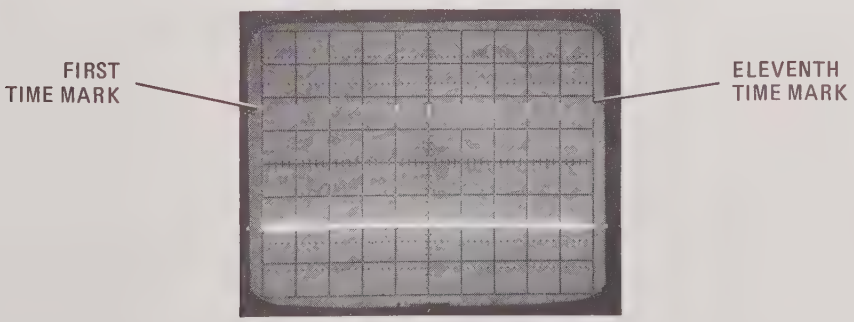

Figure 5-28. Time Mark Oscilloscope Display
j. Adjust spectrum analyzer TRIGGER LEVEL to set first peak on left edge of oscilloscope graticule display (Figure 5-28). Adjust A16R15 1 MS to set eleventh peak on right edge of graticule display.